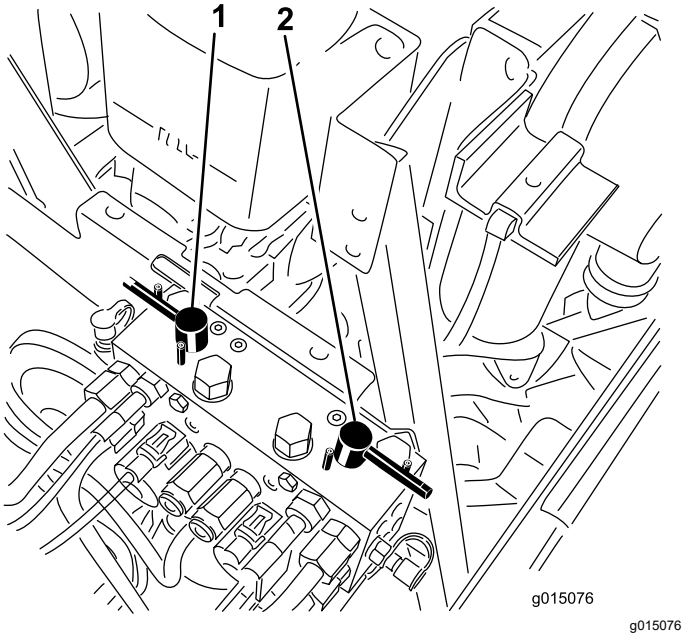

Figur 76
4. Velg enten fremre, bakre eller begge slipespaker for å bestemme hvilke spoler som slipes (Figur 76).